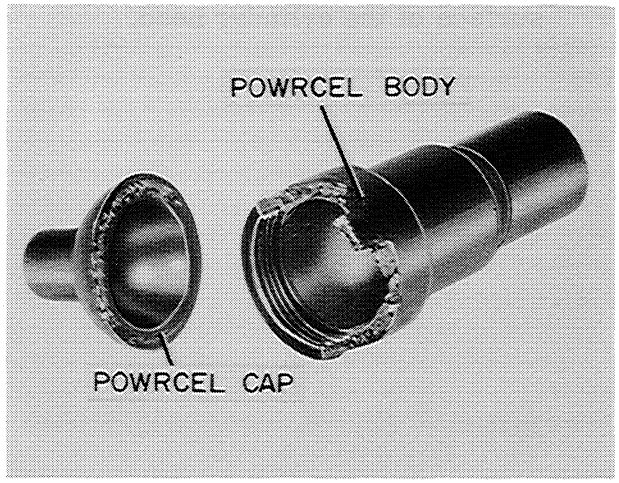

Figure I-51
The condition of the Powrcel Body and Cap illustrated in Figure I-51 can be caused by the following:
1. The Powrcel Body and Cap were not cleaned properly creating a leak or "blowby". A proper seal must be formed or scoring, pitting and burning of the Powrcel Body and Cap will develop, Figure I-51.